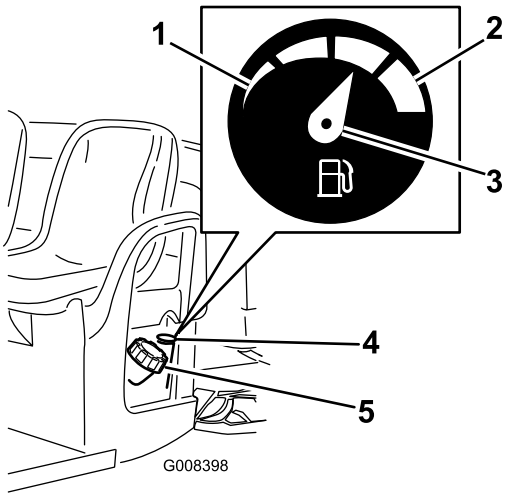

Figur 19
2. Rengør området omkring brændstoftankens dæksel (Figur 19).